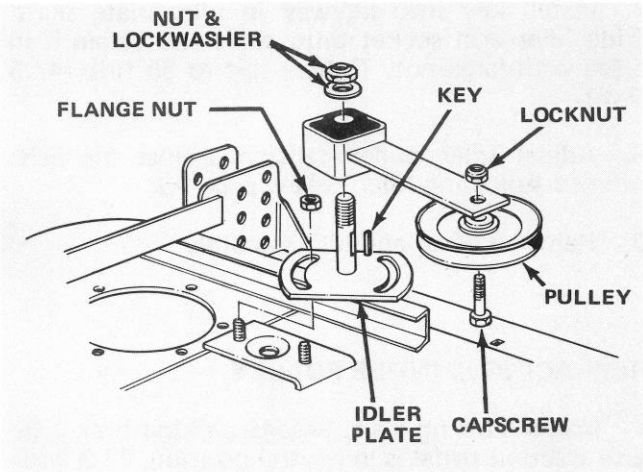

Figure 45
4. Remove large nut and flatwasher retaining idler arm on idler plate shaft (Fig. 45). Slide arm off shaft and account for the square key.
5. Remove capscrew and locknut securing idler pulley and arm together (Fig. 45).
5. Remove two flange nuts, holding slotted idler plate in place (Fig. 45).